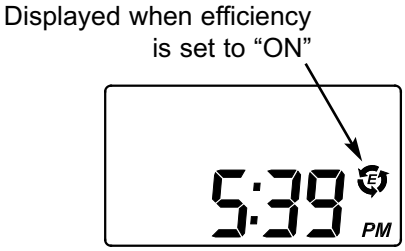

FIG. 35
3. Press the SELECT button three times, to return to the normal run display (See Figure 35).